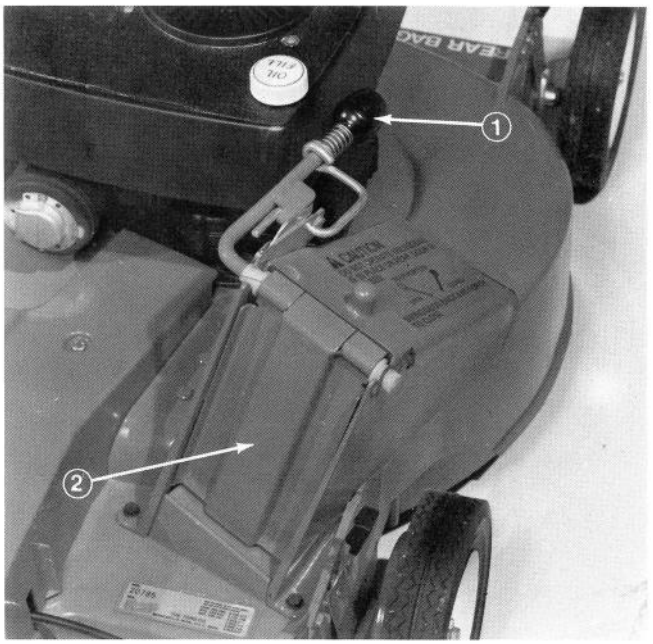

Figure 15
2. Assure chute door handle is fully forward and lockout lever is released into latch (Fig. 15). The chute door is now closed.